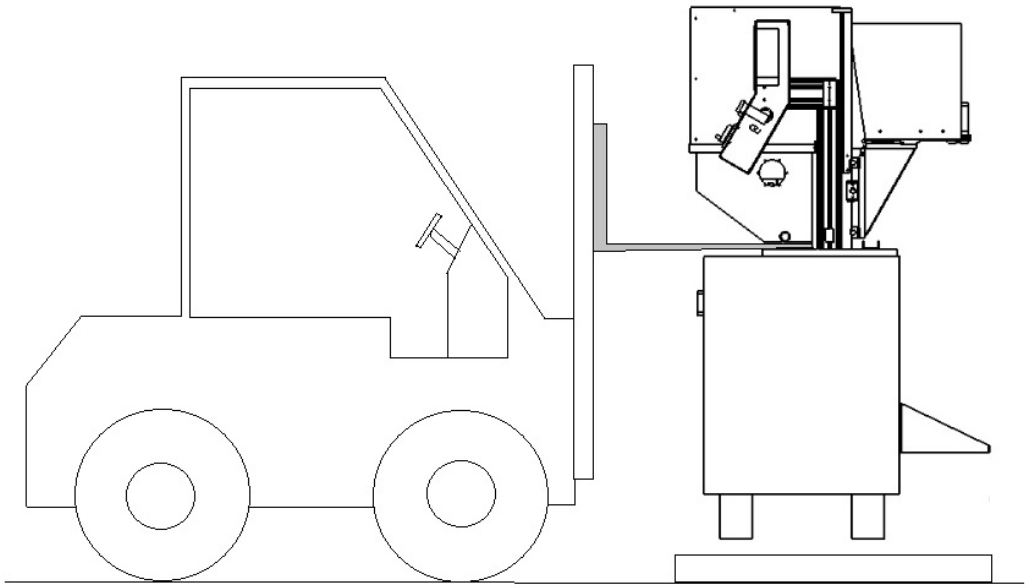

Fig. 8 Proper way of lifting the machine
2) Use a forklift as depicted in Figure 8 to lift the machine and place it on top of the Machine Stand.